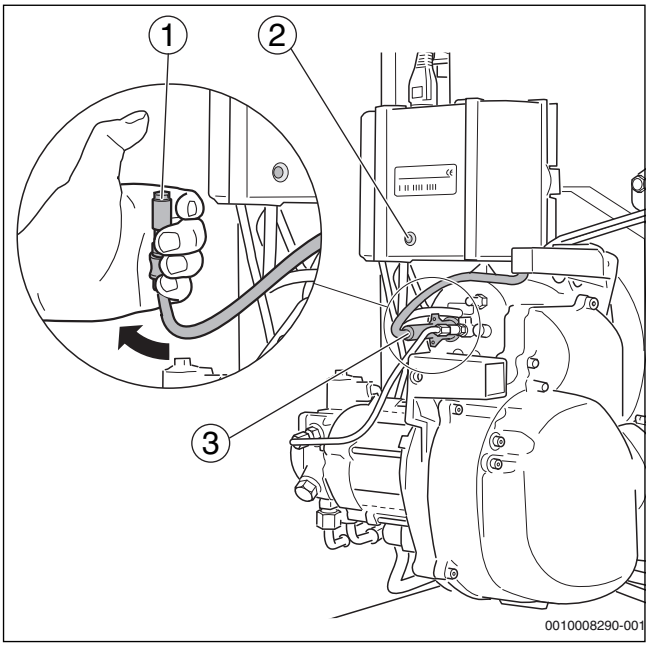

Fig. 26 Verifica del funzionamento della fotocellula
- Estrarre la fotocellula dalla sua sede, a bruciatore funzionante, prendendola all'apposita maniglia (→ fig. 26, [3])
- Tenere la fotocellula contro luce (→ fig. 26, [1]). Al riavvio deve verificarsi un disinserimento per disfunzione.
- Dopo un tempo di attesa di circa 30 secondi, riarmare l'automatismo di combustione premendo il tasto di riarmo (→ fig. 26, [2]).